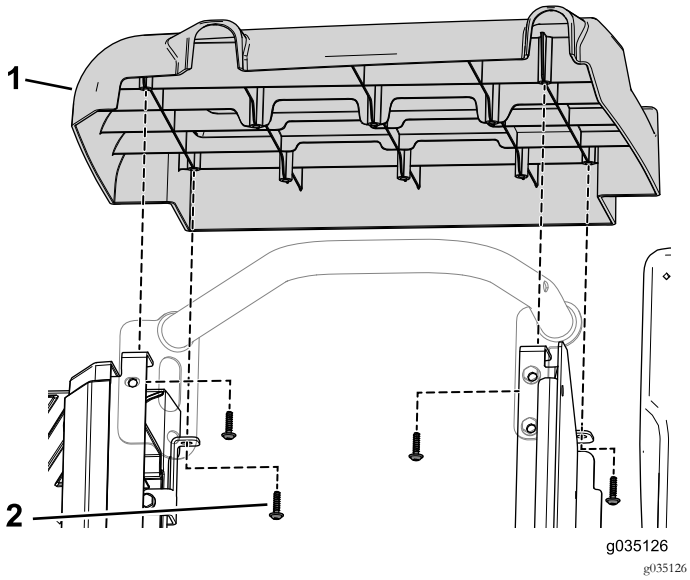

Рисунок 88
10. С помощью 4 самонарезающих винтов прикрепите правый боковой кожух к сиденью в сборе (Рисунок 88).